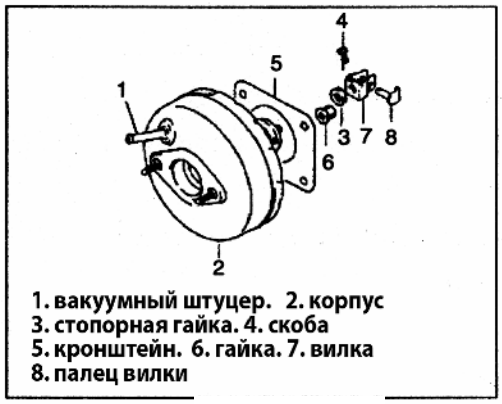

Рис. 700
1) Установите вакуумный усилитель на буферную пластину, как показано на рисунке (Рис. 700). Затем подсоедините вилку рычага педали при помощи соединительного пальца.